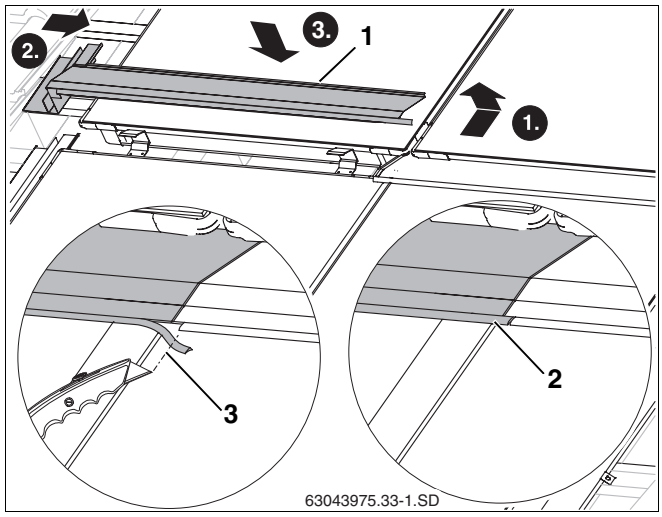

Abb. 54 Linkes mitteres Abdeckblech auflegen
- Aufkantung des linken Abdeckbleches (Abb. 54, **Pos. 1**) wie beim rechten Abdeckblech in die Griffmulde des Kollektorrahmens legen.
- Gummilippe soweit kürzen (Abb. 54, **Pos. 3**), dass es an die Gummilippe des rechten Abdeckbleches stößt.
- Gummilippe des linken Abdeckbleches auf den Falz des rechten Abdeckblech stecken (Abb. 54, **Pos. 2**).